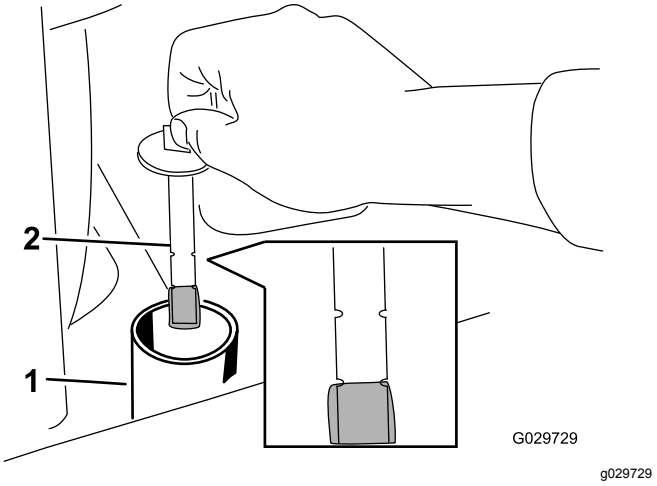

Figuur 65
6. Verwijder de dop van de hydraulische tank en de peilstok (Figuur 65).